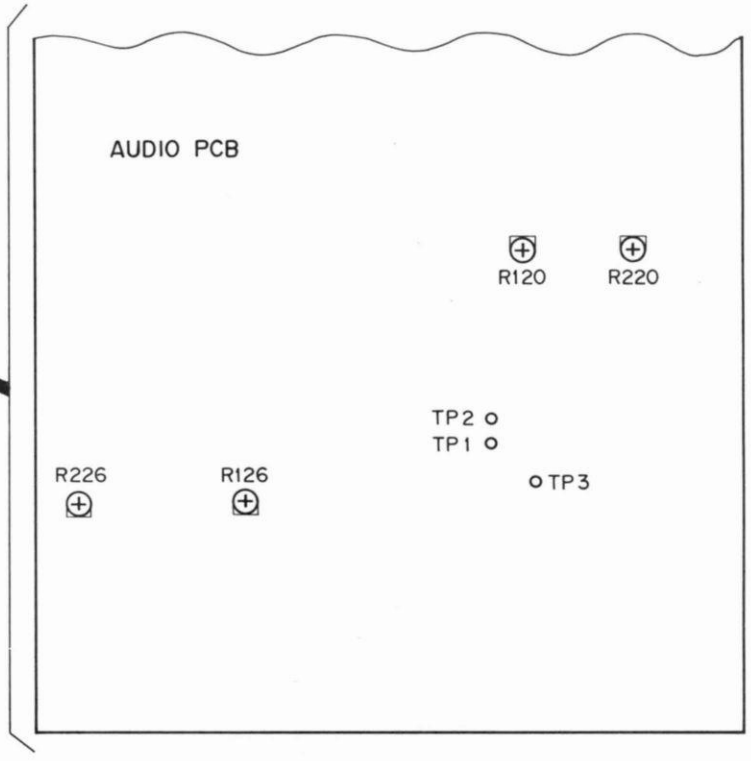

Fig. 4-9 Adjustment of the audio system and test point locations
***PCB to be adjusted: AUDIO PCB (Fig. 4-9)**